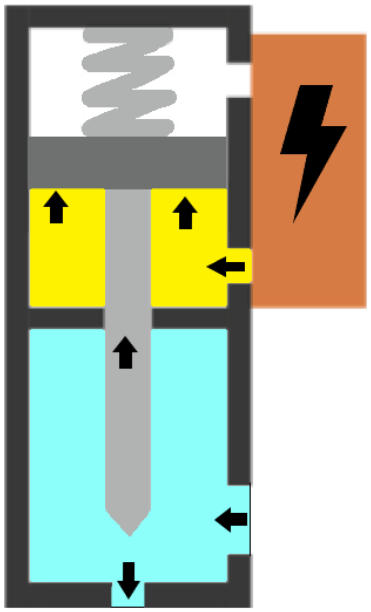

Abbildung 04 – Dosierphase
- Der Kolben hebt sich, die Nadel wird angehoben, und die Dosierung beginnt (siehe Abbildung 04).